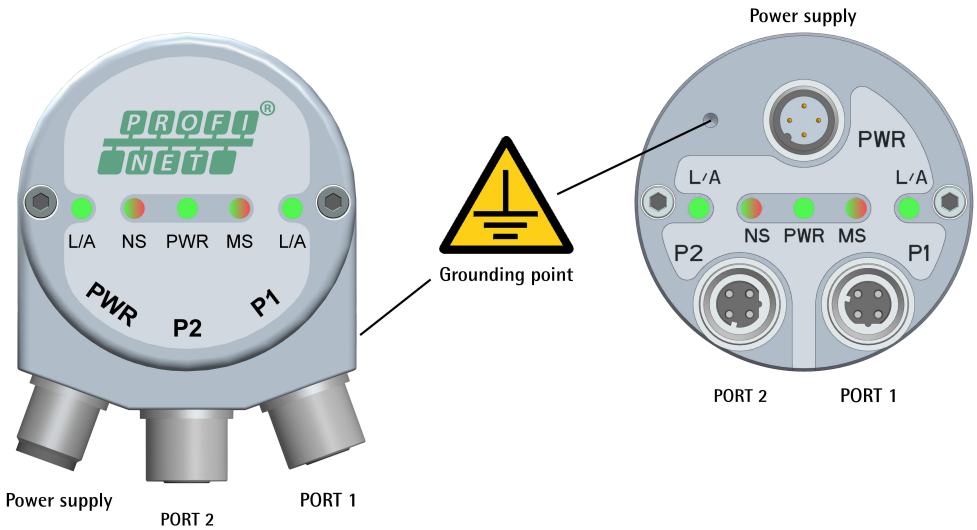

Figure 1 - Connectors and diagnostic LEDs
4.1 PWR Power supply connector (Figure 1)
4.2 P1 Port 1 and P2 Port 2 connectors (Figure 1)
4.6 Ground connection (Figure 1)
To minimize noise connect properly the shield and/or the connector housing and/or the frame to ground. Connect properly the cable shield to ground on user's side. Lika's EC- pre-assembled cables are fitted with shield connection to the connector ring nut in order to allow grounding through the body of the device. Lika's E- connectors have a plastic gland, thus grounding is not possible. If metal connectors are used, connect the cable shield properly as recommended by the manufacturer. Anyway make sure that ground is not affected by noise. It is recommended to provide the ground connection as close as possible to the device. We suggest using the ground point provided in the cap (see Figure 1, use 1 TCEI M3 x 4 cylindrical head screw with two tooth lock washers).
4.7 Diagnostic LEDs (Figure 1)
Five LEDs located in the cap of the encoder (see Figure 1) are meant to show visually the operating or fault status of the encoder and the Profinet interface. The meaning of each LED is explained in the following tables.